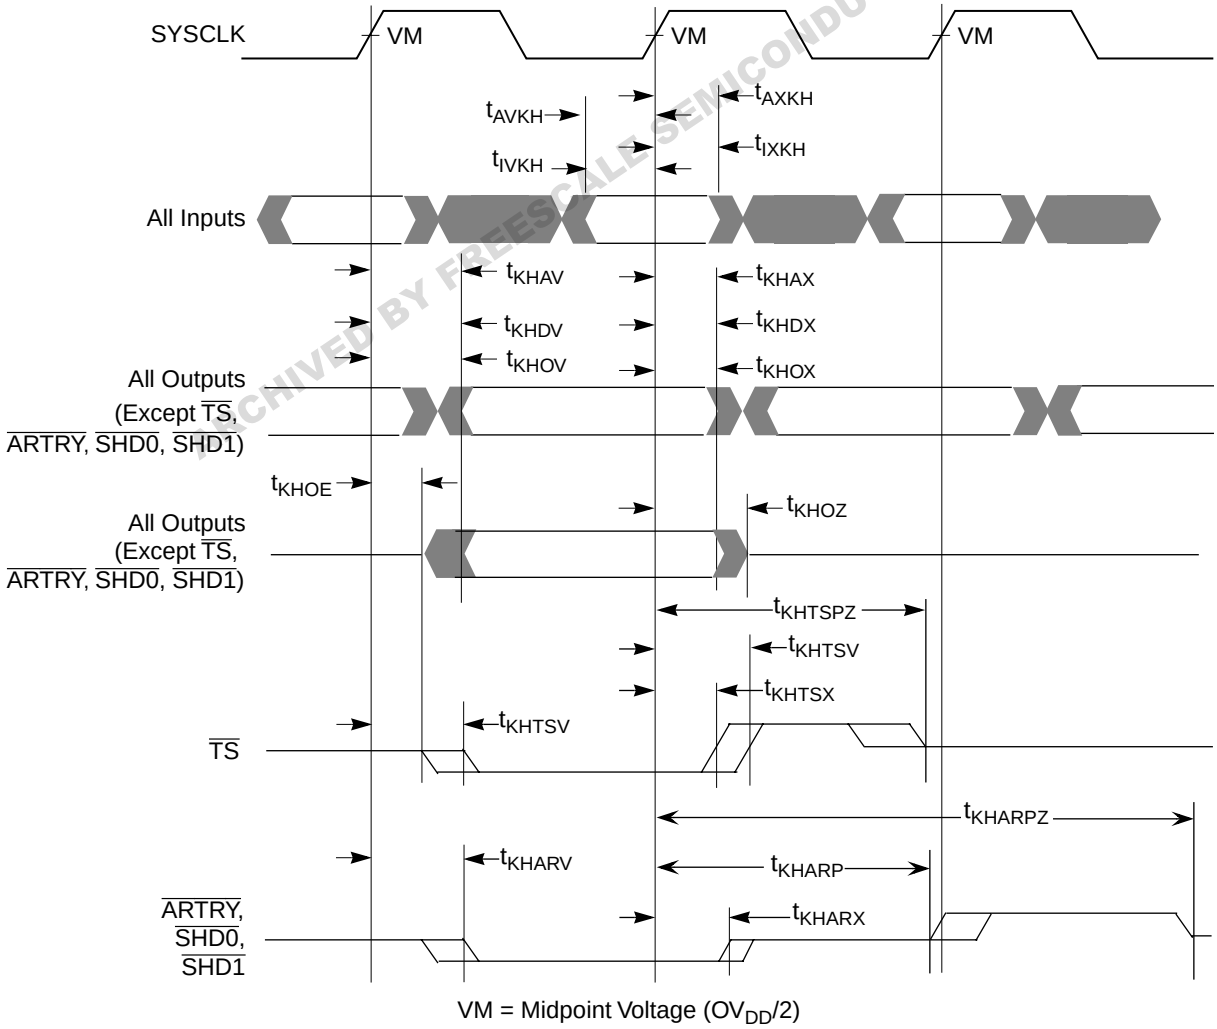

Figure 6. Input/Output Timing Diagram
7. According to the bus protocol, $\overline{\text{TS}}$ is driven only by the currently active bus master. It is asserted low then precharged high before returning to high impedance as shown in Figure 6. The nominal precharge width for $\overline{\text{TS}}$ is $0.5 \times t_{SYSCLK}$, i.e., less than the minimum t_{SYSCLK} period, to ensure that another master asserting $\overline{\text{TS}}$ on the following clock will not contend with the precharge. Output valid and output hold timing is tested for the signal asserted. Output valid time is tested for precharge.The high impedance behavior is guaranteed by design.
8. According to the bus protocol, $\overline{\text{ARTRY}}$ can be driven by multiple bus masters through the clock period immediately following $\overline{\text{AACK}}$. Bus contention is not an issue because any master asserting $\overline{\text{ARTRY}}$ will be driving it low. Any master asserting it low in the first clock following $\overline{\text{AACK}}$ will then go to high impedance for one clock before precharging it high during the second cycle after the assertion of $\overline{\text{AACK}}$. The nominal precharge width for $\overline{\text{ARTRY}}$ is 1.0 t_{sysclk}; that is, it should be high impedance as shown in Figure 6 before the first opportunity for another master to assert $\overline{\text{ARTRY}}$. Output valid and output hold timing is tested for the signal asserted.The high-impedance behavior is guaranteed by design.
Figure 6 provides the input/output timing diagram for the MPC7450.